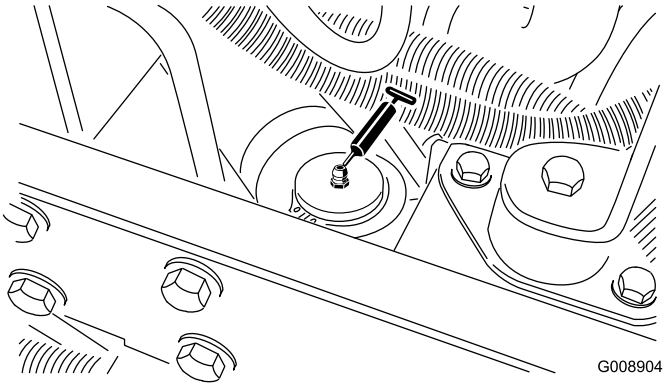

Figur 41
- Styretøjscylinder (Figur 41).